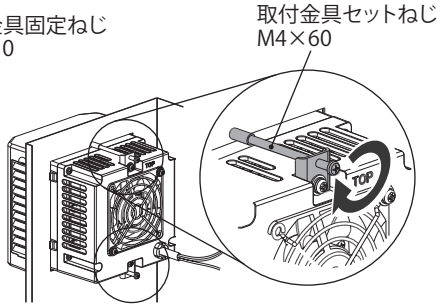

図4
3. 取付金具セットねじ M4×60 を締付けてください。（図 4）